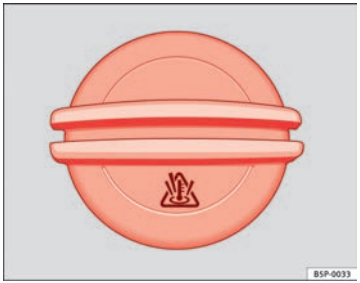

Fig. 109 In the engine compartment: Coolant expansion tank cap.
- The coolant expansion tank is easily recognisable because of the symbol on the cap ⇒ fig. 109.